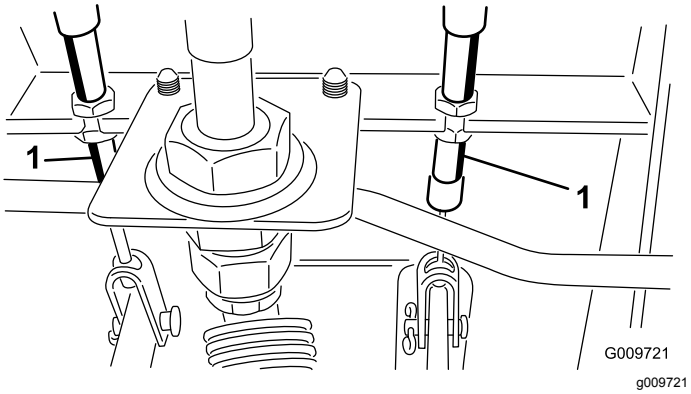

Figur 74
A. Løsn den forreste møtrik på bremsekablets gevind-ende (Figur 74).